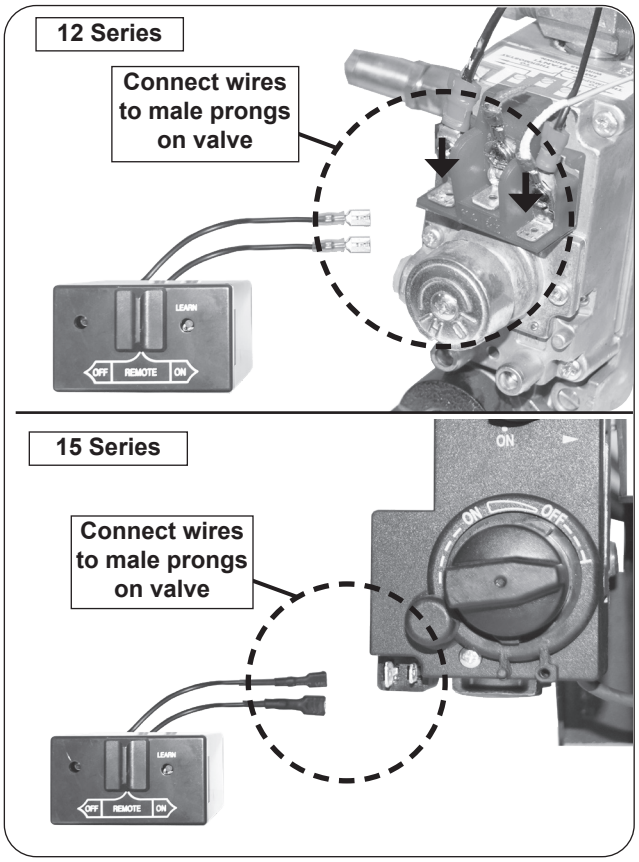

**Fig. 17-1** Connect remote receiver to valve
1. Locate the wires coming off of the remote receiver, and connect them to the two male prongs found on the valve (see Fig. 17-1).